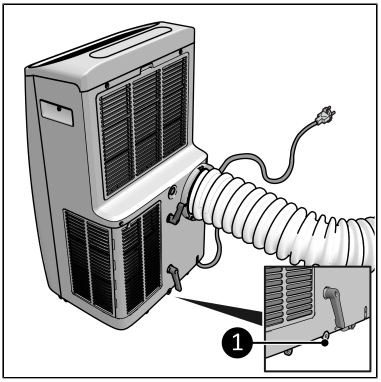

Abbildung 48.
2. Bei längeren Heizzeiten den Wasserablaufschlauch an die Wassereinleitungsstelle (Abbildung 48, pos. 1) anschließen. Bitte beachten Sie, dass der Ablaufschlauch ein Gefälle aufweisen muss, damit das Wasser abfließen kann. Es gibt keine Pumpe!